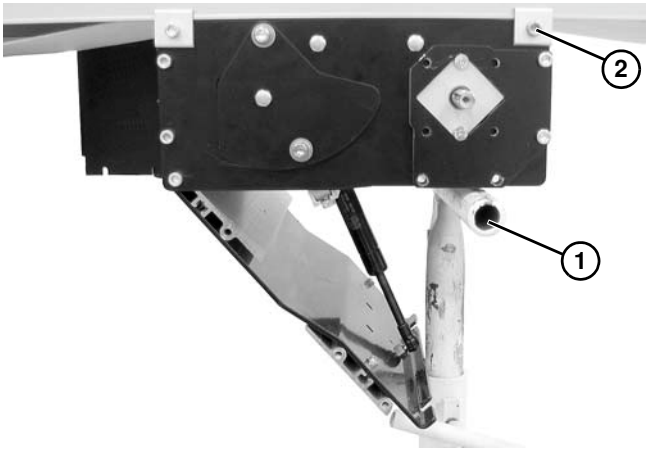

Figure 38
1. Placer un support temporaire **(Figure 38, élément 1)** sous le module d'entraînement.
2. Desserrer les vis de bridage **(Figure 38, élément 2)** sur chaque coin du module. Retirer le module.